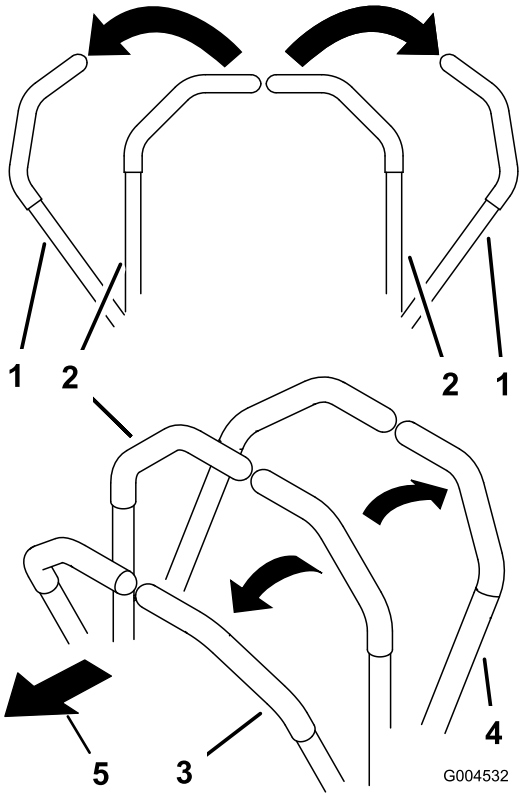

Figur 18
3. Skyv kontrollspakene forsiktig forover for å gå fremover (Figur 18).
Legg likt trykk på begge kontrollspakene for å gå rett (Figur 18).
Når du skal svinge reduserer du trykket på kontrollspaken i den retningen du ønsker å svinge (Figur 18).
2. Skyv kontrollspakene forsiktig bakover for å gå bakover (Figur 18).